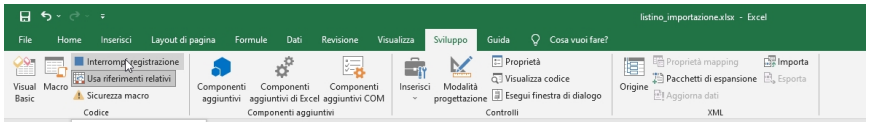

Figura 34: Interrompe registrazione macro
- Interrompere la registrazione della macro agendo sull'apposito pulsante. Figura 34;